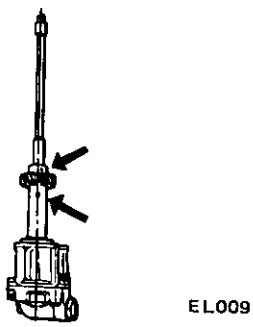

Fig. EM-107 Setting distributor driving spindle
a. **Assemble oil pump and drive spindle, aligning driving spindle mark face with oil pump hole, and then move by one notch as shown in Figure EM-107.**